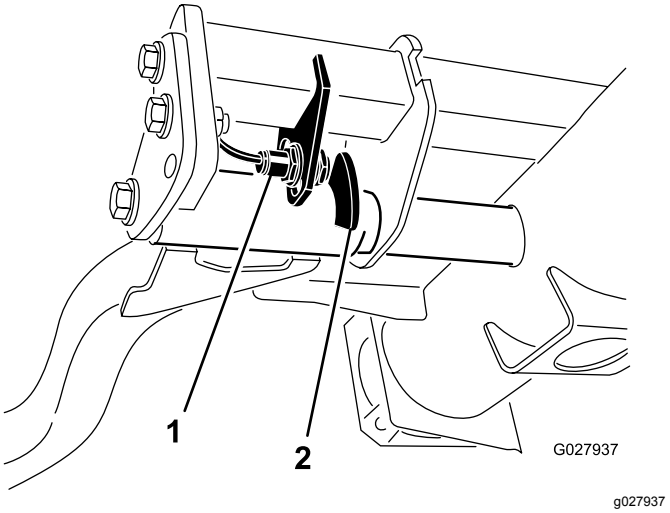

Figuur 66
2. De schakelaar van de hefarm bevindt zich onder de hydraulische tank achter de hefarm rechts voor (Figuur 66).
3. Draai de bevestigingsschroeven van de schakelaar los en zet de schakelaar lager om de draaihoogte van de hefarm te verhogen of hoger om de draaihoogte te verlagen (Figuur 66).